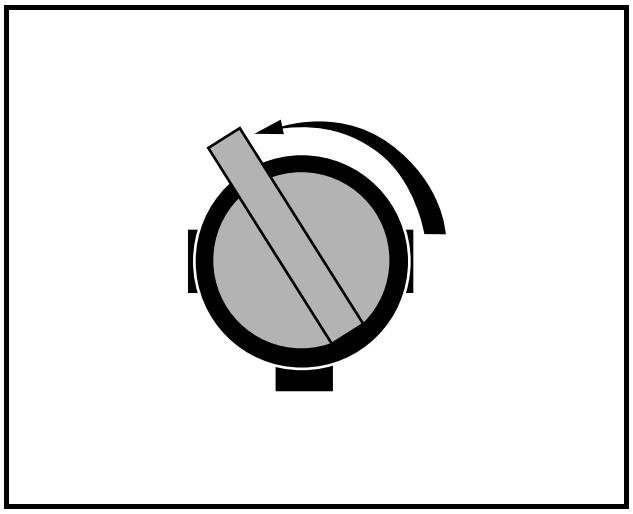
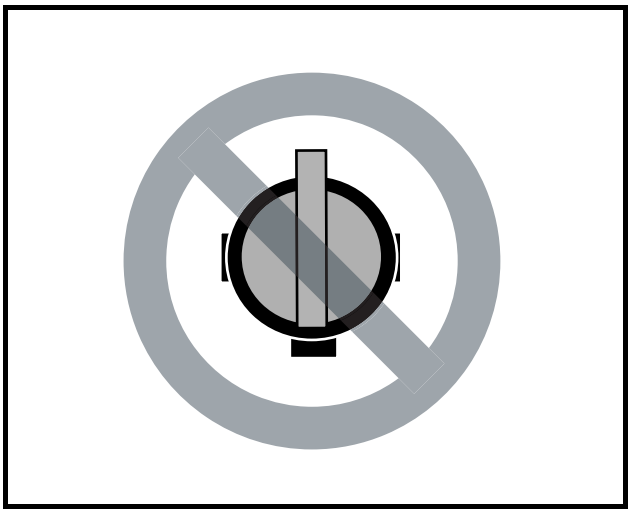

Figure 16 Fuel Shut-off Valve – Open Position
Figure 17 Fuel Shut-off Valve – Partially Closed Position
3. Completely open the fuel shut-off valve **(Figure 16)**. Make sure the valve is fully open. A partially closed fuel shut-off valve **(Figure 17)** combined with the use of the choke can result in a fouled spark plug and engine failure.